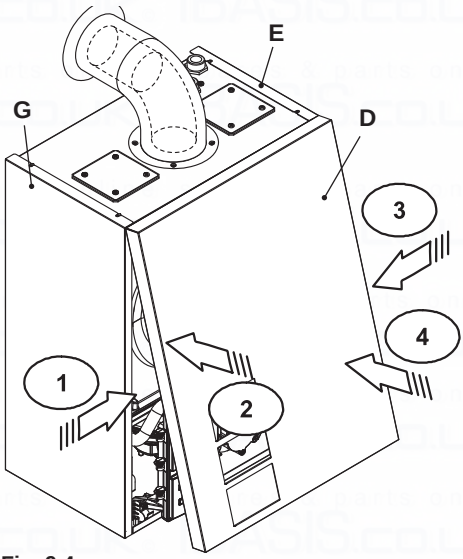

Fig. 9.4
- Push the spring towards the internal side of the boiler and simultaneously push the front case panel Duntil it is completely hold in place (Fig. 9.4) step 1-2.
- Repeat the same operation on the opposite side of the front panel D, (Fig. 9.4) step 3-4.